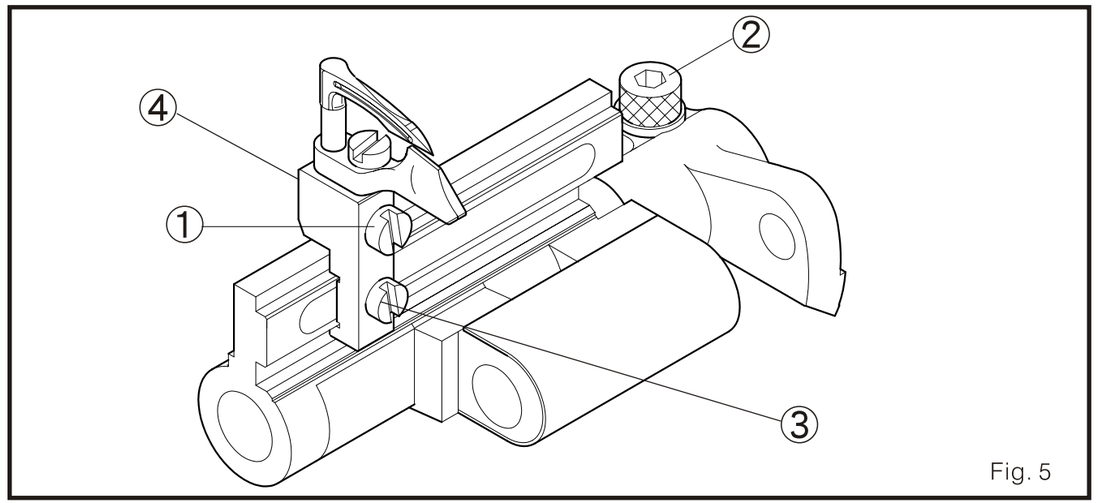

Fig. 5
1. Inserte el bucleador en el soporte del bucleador , después fije un poco el tornillo 1 (Fig. 5)
4. Fije nuevamente el tornillo 1. (Fig. 5)
6. Cuando este ajustando, afloje le tornillo 3 y mueva el soporte del bucleador 4 izquierdo para confirmar las características antes descritas. Después fije el tornillo 3. (Fig. 5)
2. Para ajustar, por favor afloje los tornillos fijos 2 de la barra del soporte guía del bucleador. Mover el soporte del bucleador de atrás hacia delante para ajustar, y fijar fuertemente el tornillo 2. (Fig. 5)